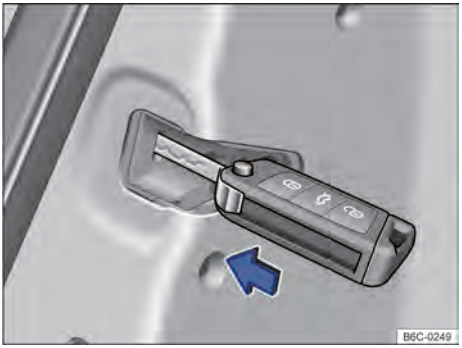

Fig. 59 En las puertas, delantera derecha y traseras: bloqueo de emergencia del vehículo con la varilla metálica de la llave.
– Colocar la varilla metálica de la llave en la ranura → fig. 59 y presionar.